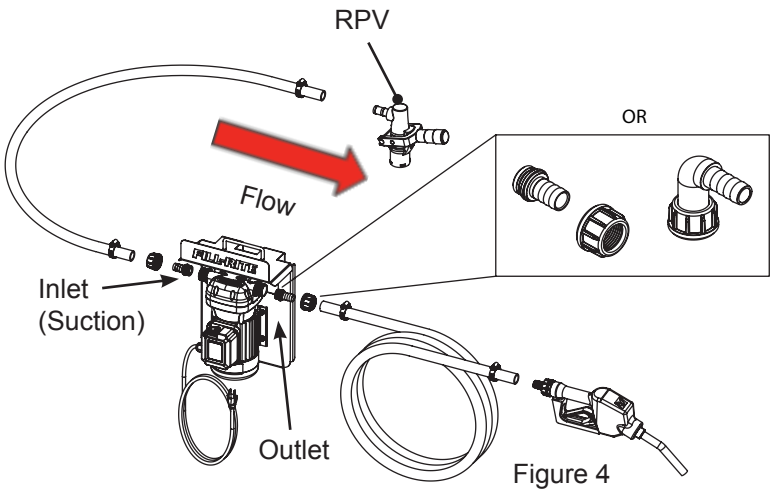

Figure 4
2. Install Suction Hose to suction side of pump with included barb fittings and hose clamp (Figure 4). Suction side is left side when facing mounted pump.
3. Install the opposite end of suction hose to closed loop suction device with appropriate fittings (Models DF120CAT520, DF012CAT520, DF120CAN520-RP, and DF012CAN520-RP include an RPV to attach) (Figure 4)
4. Install Discharge Hose with nozzle to discharge side of pump with included barb fittings and hose clamp (Figure 4).
3. Install Suction Hose to suction side of pump with included barb fittings and hose clamp (see Figure 4. page 5).
4. Install the opposite end of suction hose to suction device with appropriate fittings (see Figure 4, page 5).